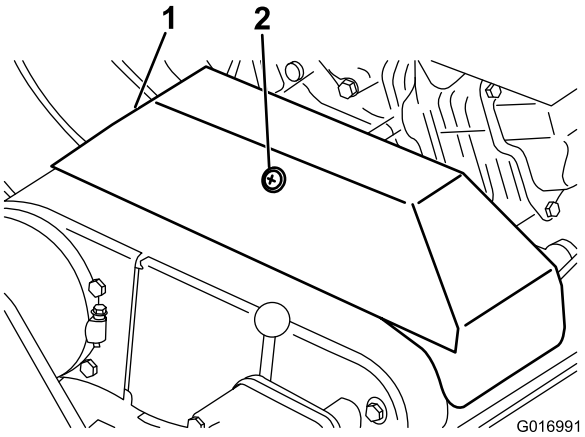

Figur 40
2. Løsn den holder, som fastgør kileremskærmen, og drej for at åbne skærmen (Figur 40).